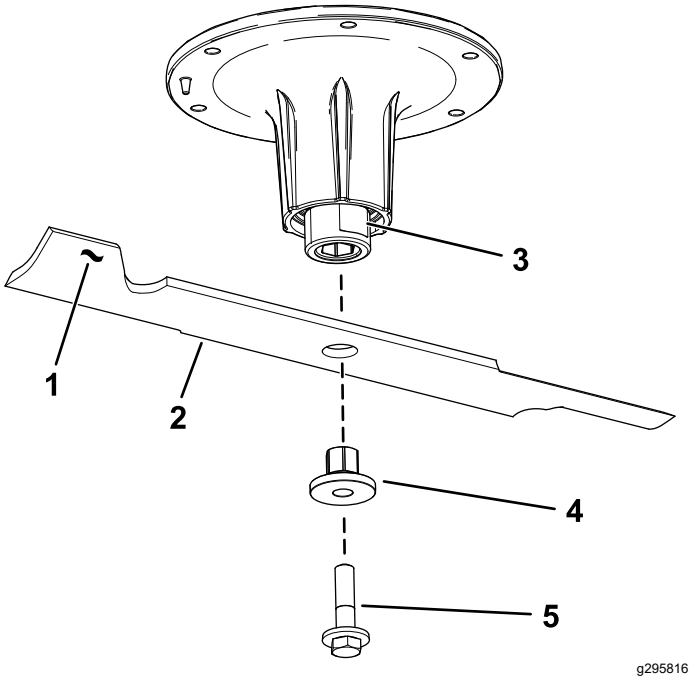

Figura 81
2. Retire el perno de la cuchilla, el buje y la cuchilla del eje (Figura 81).